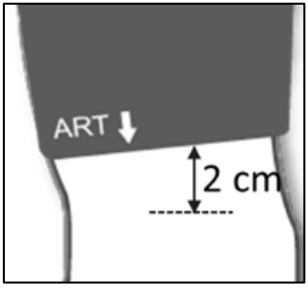

Fig. 2: Posición del brazalete
- Oriente el brazalete de modo que el tubo no se pueda doblar en ninguna parte. Oriente el brazalete de forma que el borde inferior del mismo quede unos 2 cm (0,8 Inch) por encima del codo, véase la fig. 2.
- Procure que el símbolo de la arteria que hay en el brazalete esté situado sobre la arteria del brazo (arteria braquial), véase la fig. 2.